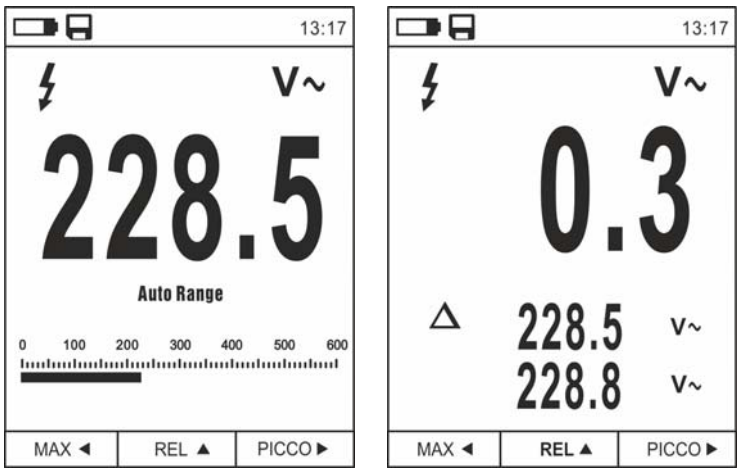

Fig. 8: Misura relativa
1. Premere il tasto **REL ▲** per entrare nella misura relativa (vedere Fig. 8 – parte destra). Lo strumento azzera il display e salva il valore visualizzato quale valore di riferimento a cui saranno riferite le successive misure. Il simbolo “Δ” è mostrato a display. Le funzioni “MAX/MIN” e “PICCO” non sono attive in questa modalità